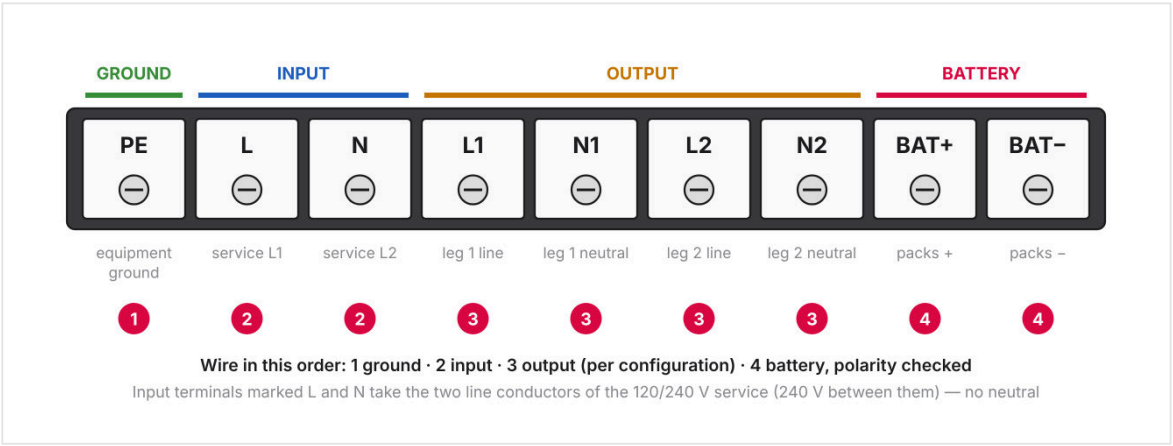
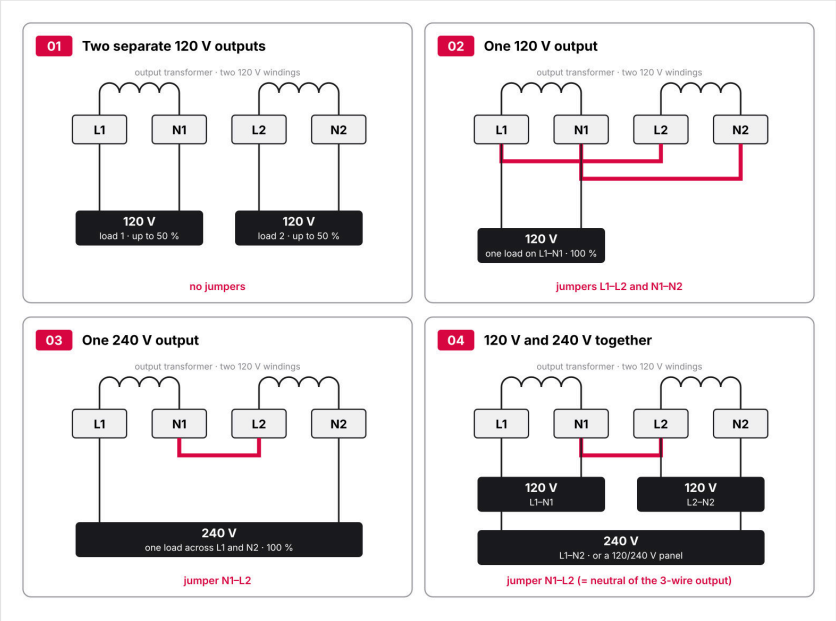
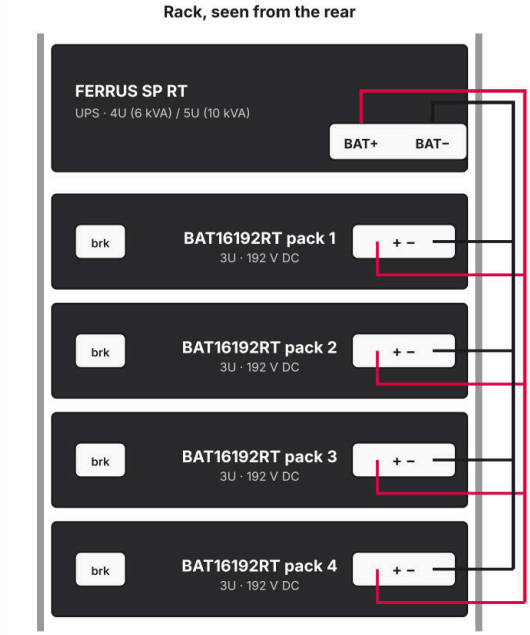

FIGURE 4-3 Terminal strip, seen from the rear with the cover removed, and the order of wiring
FIGURE 4-4 The four output configurations — red lines are the jumpers on the output terminals
FIGURE 5-1 Connecting one to four BAT16192RT packs, rack seen from the rear: red + to BAT+, black – to BAT–, packs in parallel
3. **Ground first** (1 in Figure 4-3): connect the grounding conductor (green or green/yellow) to PE before any other wire.
4. **Input** (2): connect the two line conductors of the service to L and N — one to L, the other to N. No neutral.
5. **Output** (3): choose the output configuration in Table 4-3, fit its jumpers and connect L1, N1, L2 and N2 for it (Figure 4-4).
6. **Battery** (4): connect the battery-pack cables to BAT+ and BAT−, polarity checked, as in **Connect the battery packs**.
4. Wire each pack's cables to BAT+ and BAT– behind the cable-entry box: red to BAT+, black to BAT– (Figure 5-1, Figure 4-3). Cable 8 AWG (10 mm²) for the 6 kVA, 6 AWG (16 mm²) for the 10 kVA (factory sizes, Table 4-2 for the NEC example).